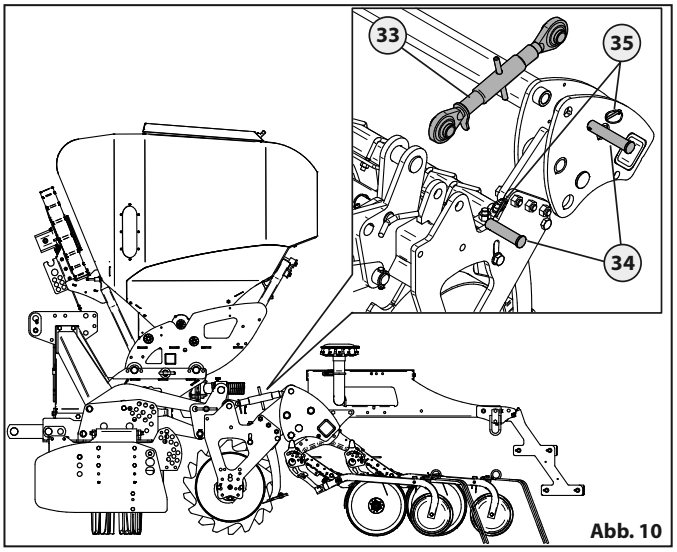

Abb. 10
- Die mit der Egge gelieferten Zugstangen **33** montieren und mit den Stiften **34 - 35** befestigen „Abb. 10“.